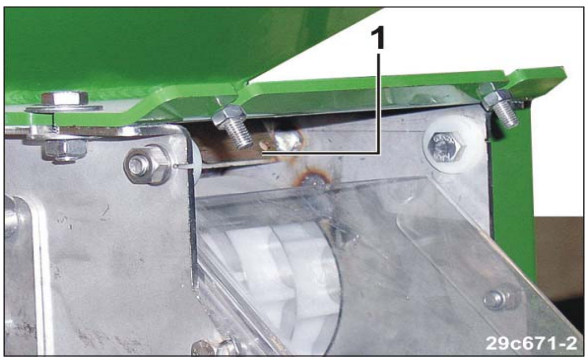

Fig. 176
5.2 Den Schieber (Fig. 176/1) bis zum Anschlag in den Dosierer schieben.